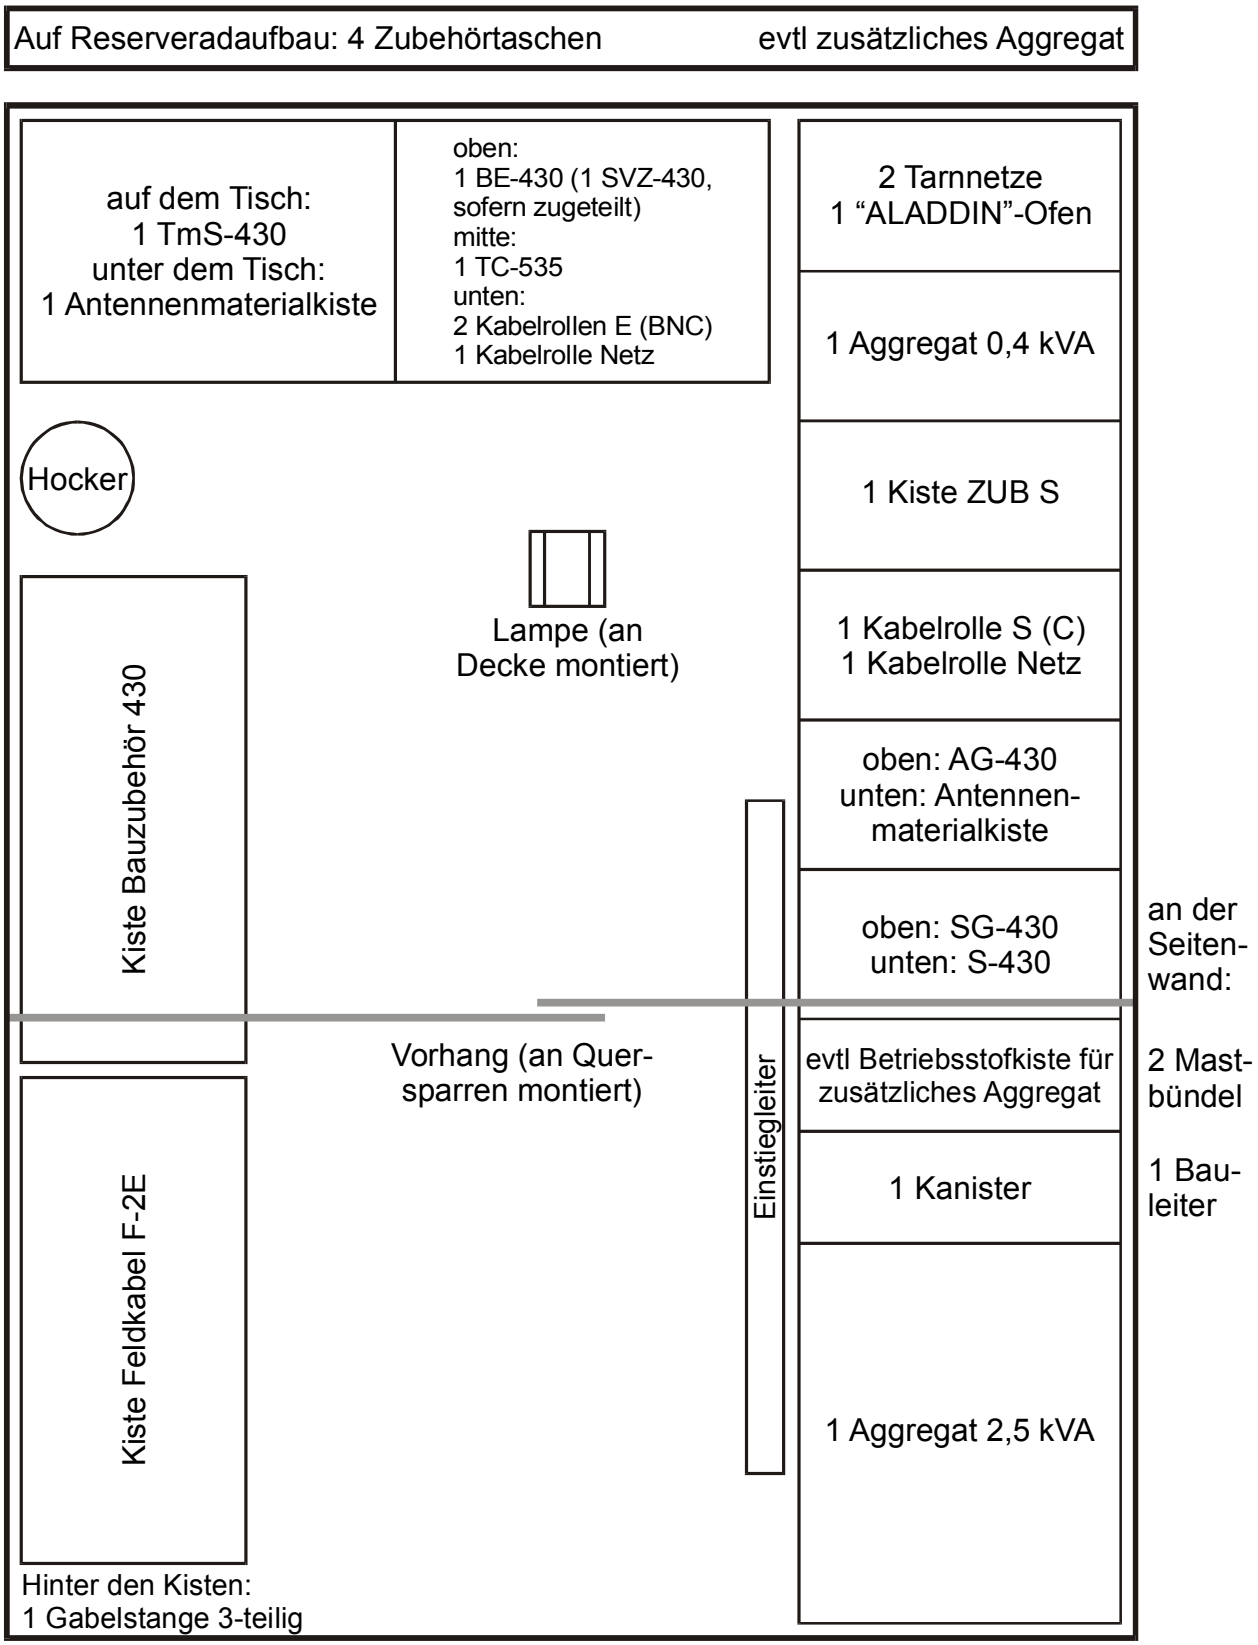

Figur 80 - Schematische Darstellung der Verladeordnung
- das Aggregat (6) ist am Rückladen der Brücke rechts vom Reserveradkasten mit einem Umreifungsgurt (2,5 m) zu befestigen;
- das restliche Material ist gemäss Figur 80 mit zwei Umreifungsgurten (7 m) an den Seitenladen der Ladebrücke zu befestigen;